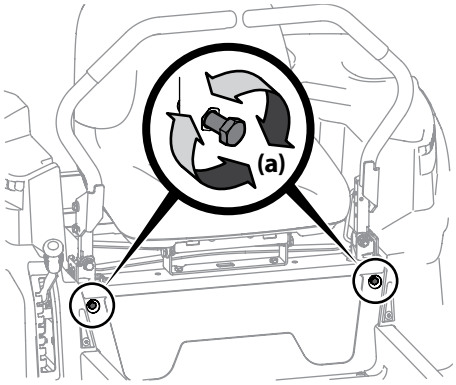

Figura 4-9
2. Ubique los pernos del ajuste de detención de las palancas de control de la transmisión (a) que están en el frente del marco del asiento. Consulte la Figura 4-9.